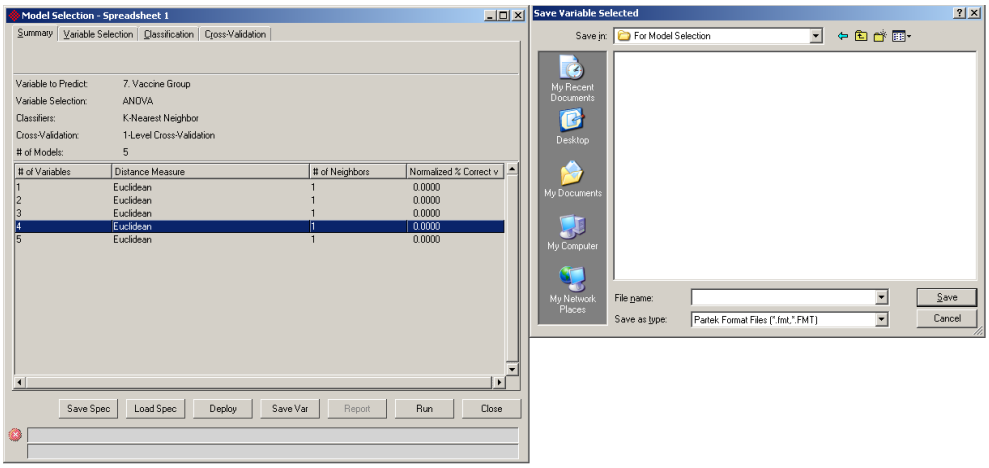

Figure 12.53: Loading and Testing a Model
- As shown in Figure 12.53,, highlight the model, and click the **Save Var** button. In the pop-up, *Save Variable Selected* dialog, give the selected variables a file name, and click **Save** to save the file as a *Partek Format (.fmt)* file